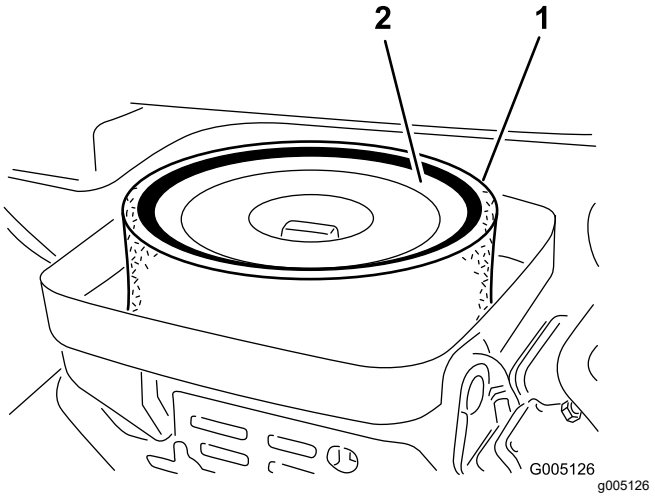

Figura 41
3. Retire la tuerca de orejeta que sujeta los elementos a la carcasa del limpiador de aire (Figura 41).
4. Si el elemento de espuma está sucio, sepárelo del elemento de papel (Figura 41). Límpielo a fondo, de la manera siguiente: